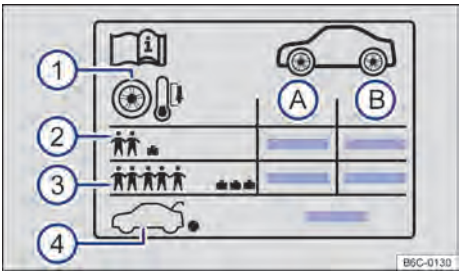

Fig. 166 Etiqueta com as pressões dos pneus.
Indicações na etiqueta de pressão dos pneus → Fig. 166:
– Adequar a pressão dos pneus sempre à condição de carga do veículo → Fig. 166 ③.